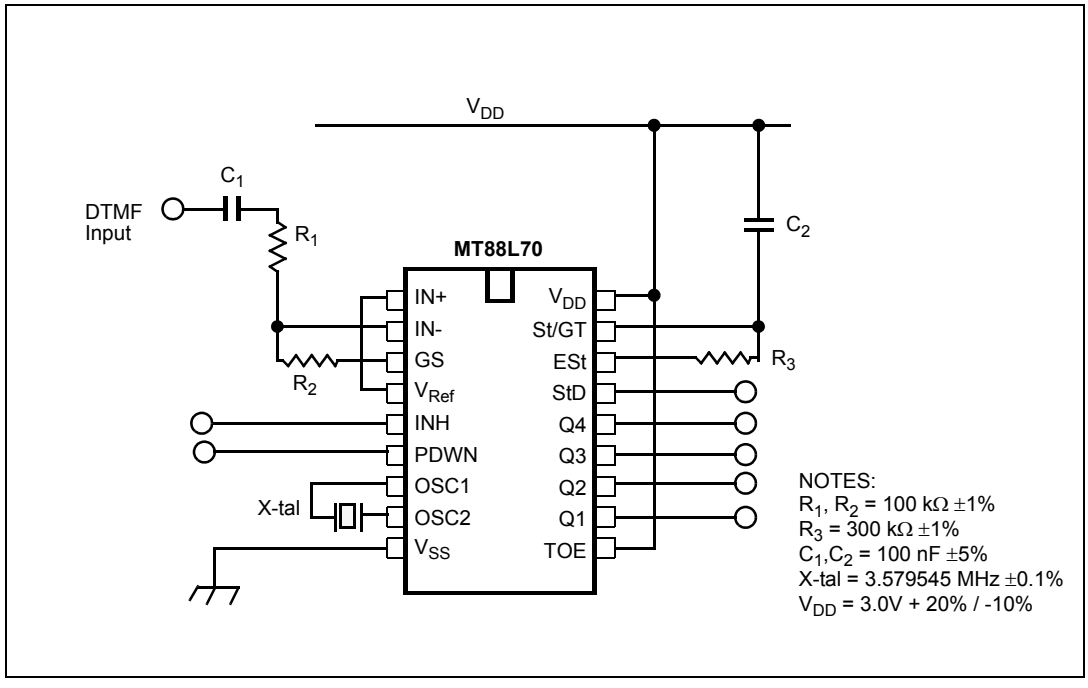

Figure 6 - Single-Ended Input Configuration
The input arrangement of the MT88L70 provides a differential-input operational amplifier as well as a bias source (V_{Ref}) which is used to bias the inputs at mid-rail. Provision is made for connection of a feedback resistor to the op-amp output (GS) for adjustment of gain. In a single-ended configuration, the input pins are connected as shown in Figure 6 with the op-amp connected for unity gain and V_{Ref} biasing the input at $1/2V_{DD}$. Figure 5 shows the differential configuration, which permits the adjustment of gain with the feedback resistor R_5.
The internal clock circuit is completed with the addition of an external 3.579545 MHz crystal and is connected as shown in Figure 6 (Single-ended Input Configuration).
A single-ended input configuration is shown in Figure 6. For applications with differential signal inputs the circuit shown in Figure 5 may be used.
AC Electrical Characteristics - V_{DD} = 3.0 V +20%/-10%, V_{SS} = 0 V, -40°C ≤ T_O ≤ +85°C, using Test Circuit shown in Fig. 6.
AC Electrical Characteristics - V_{DD} = 3.0 V+20%/-10%, V_{SS} = 0 V, -40°C ≤ To ≤ +85°C, using Test Circuit shown in Figure 6.